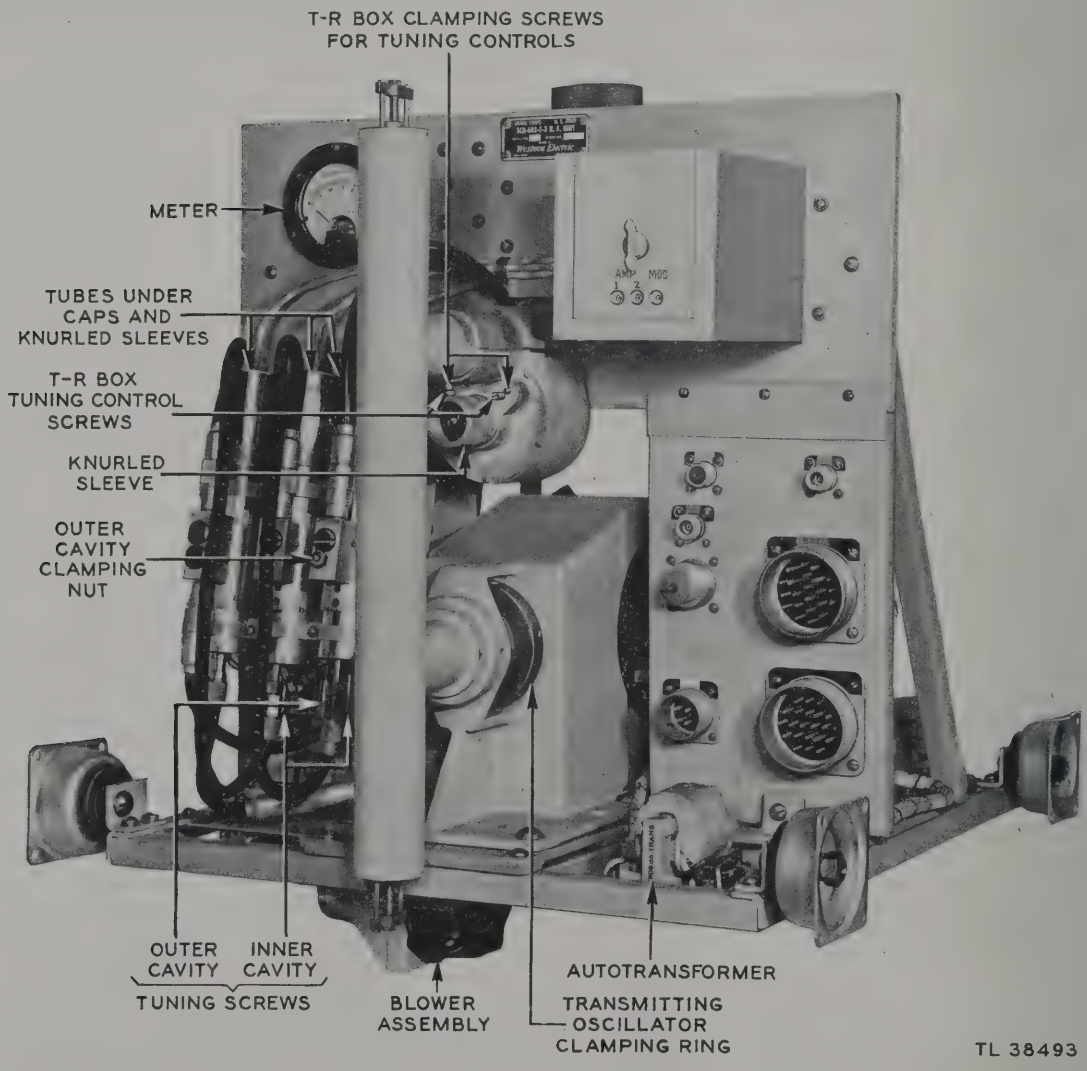

Figure 92. Radio-Frequency Unit RF-1/TPS-1, right front view.
n. Figure 92, Radio-Frequency Unit RF-1/TPS-1, right front view.